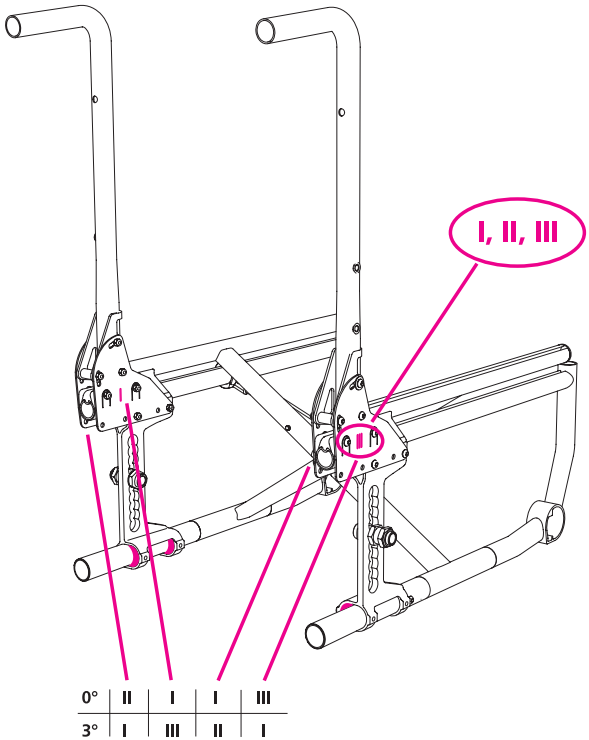

afb. 52
2. Voor een duidelijke herkenning zijn de platen gemarkeerd met de nummers I (2 x), II, III (afb. 52).